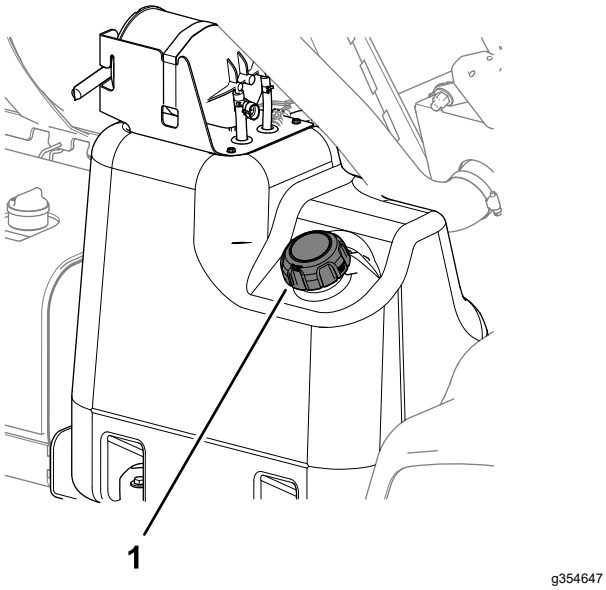

Figur 22
2. Rengör området runt tanklocket (Figur 22).